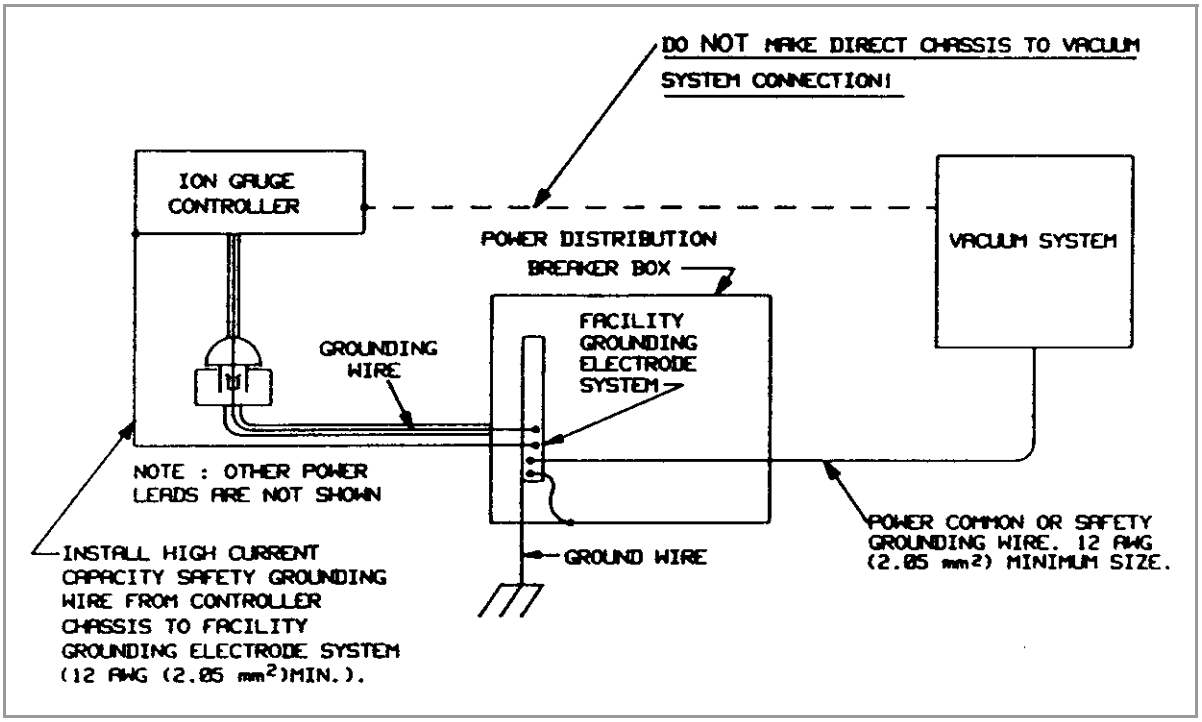

Figure 1-9 *Correct System Grounding.*
4. If the voltage change in Step 3 is greater than 17% due to the placement of the shunt, it complicates the measurement. The commonality of the grounds may be satisfactory and the coupling poor, or the commonality could be poor! Your electrician should be asked to check the electrical continuity between these two ground systems. The placement of a second ground wire (dashed line in Figure 1-9 on page 26) between the vacuum chamber and the power supply chassis is NOT a safe answer, for large currents could flow through it. Professional help is recommended.